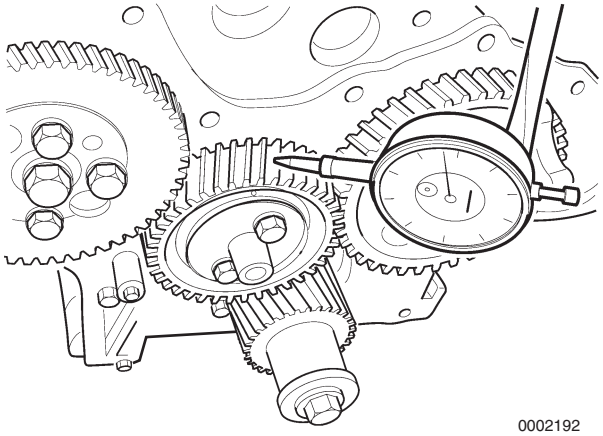

Figure 6-41
1. Install a dial indicator as shown in **Figure 6-41**.